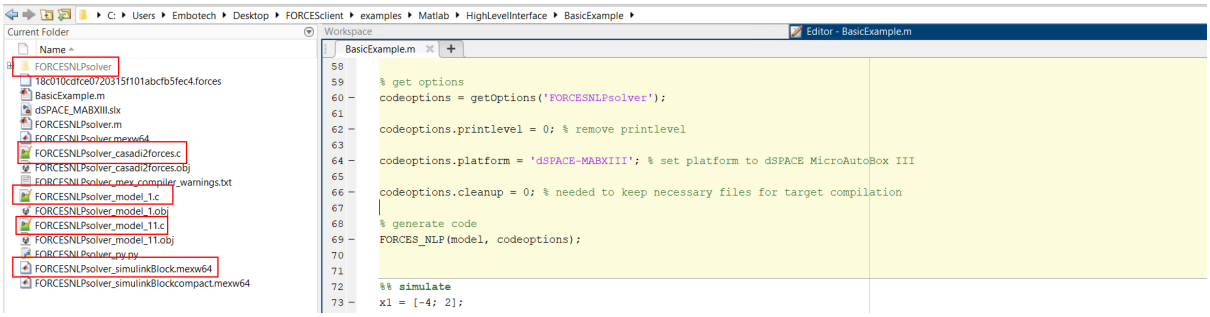
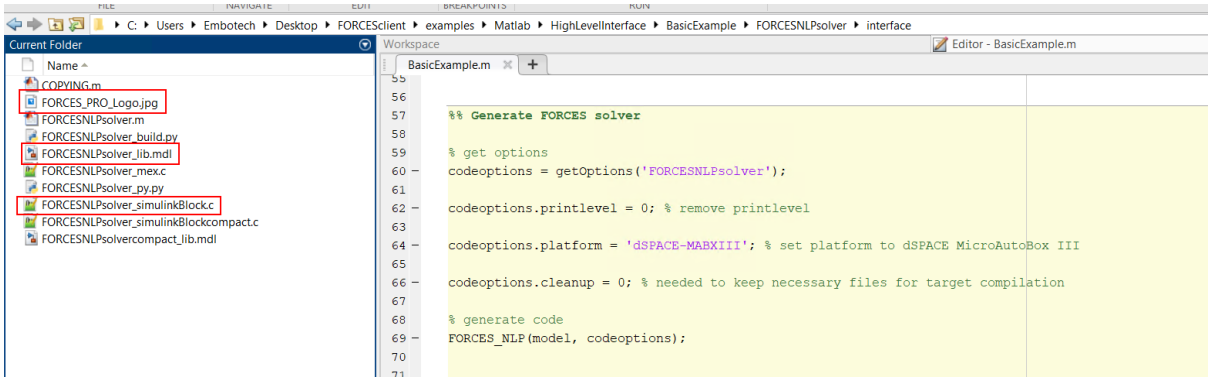
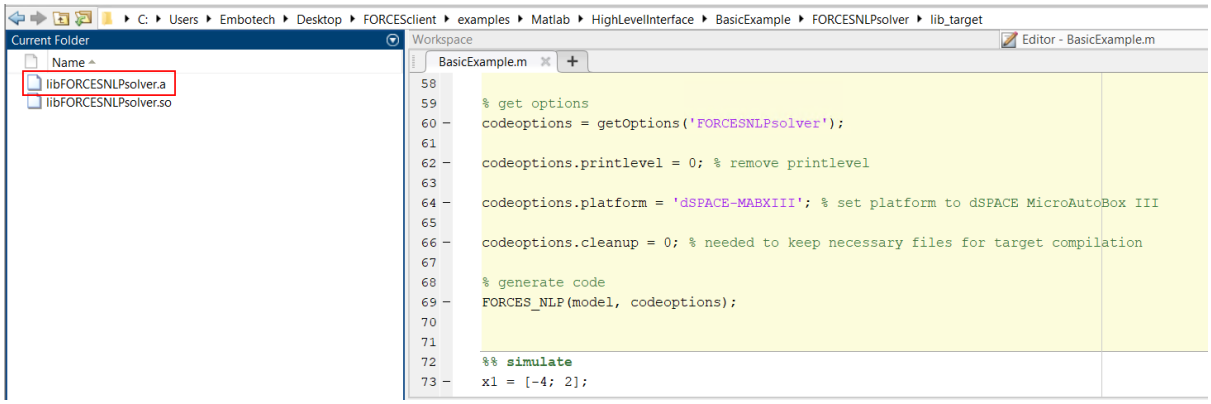

Figure 10.31: Generated files.
Figure 10.32: Solver interface files.
Figure 10.33: Solver libraries.
4) Run the BasicExample.m script to perform code generation for your solver (henceforth referred to as `FORCESNLPsolver`, placed in the folder "BasicExample"). This will create the necessary files for your building (see Figure 10.31 , Figure 10.32 and Figure 10.33).